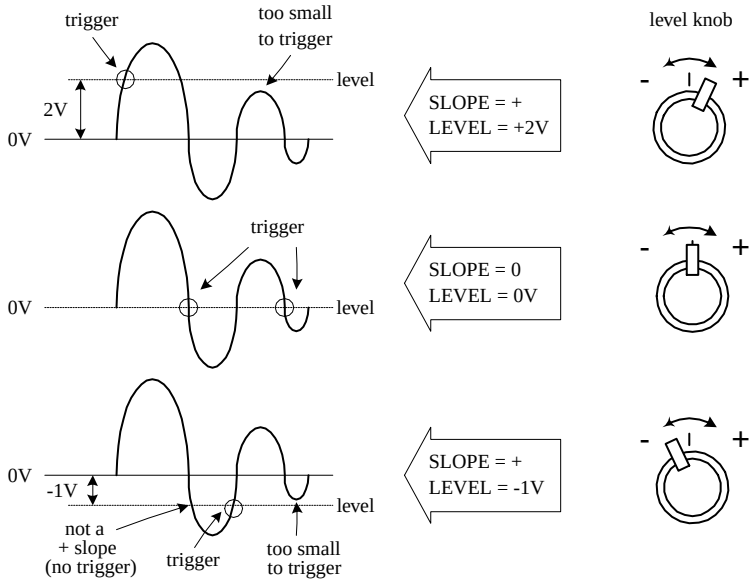

FIGURE 14.31
NORM. Used for triggered sweep operation. The triggering threshold is adjustable by means of the triggering LEVEL control. No sweep is generated in the absence of the triggering signal or if the LEVEL control is set in such a way as to allow the threshold to exceed the amplitude of the triggering signal (see Fig. 14.31).
- *LEVEL knob.* Used to trigger a sweep. LEVEL sets the point when scope will trigger based on the amplitude of the applied signal. The level can be shifted up or down. The READY / TRIGGER indicator turns on when the sweep is triggered, indicating that the triggering LEVEL control is within the proper range (see Fig. 14.31).